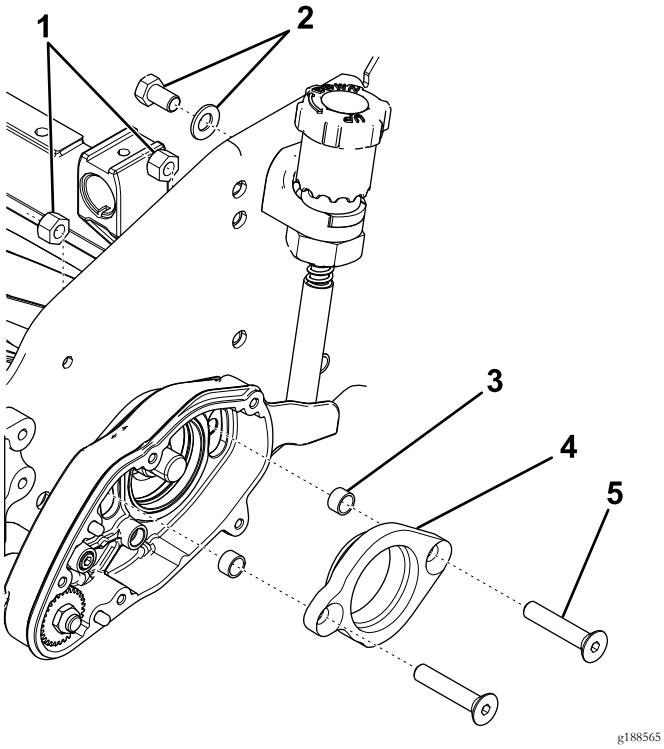

Figuur 3
6. Verwijder de bout en ring waarmee de stelknop aan de zijplaat is bevestigd (Figuur 3).
7. Verwijder de platkopschroeven, borgmoeren en lageradapter van de groomerbehuizing (Figuur 3).
8. Verwijder de afstandsringen en gooi ze weg (Figuur 3).